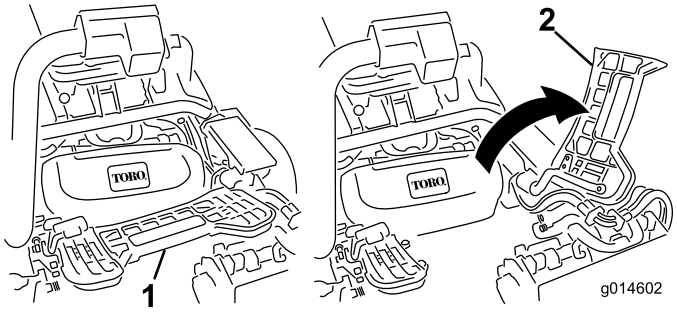

Figur 11
3. Hvis du skal montere den midterste klippeenhed, skal du hæve fodstøtten og vippe den op, så du får adgang til den midterste klippeenheds position (Figur 11).